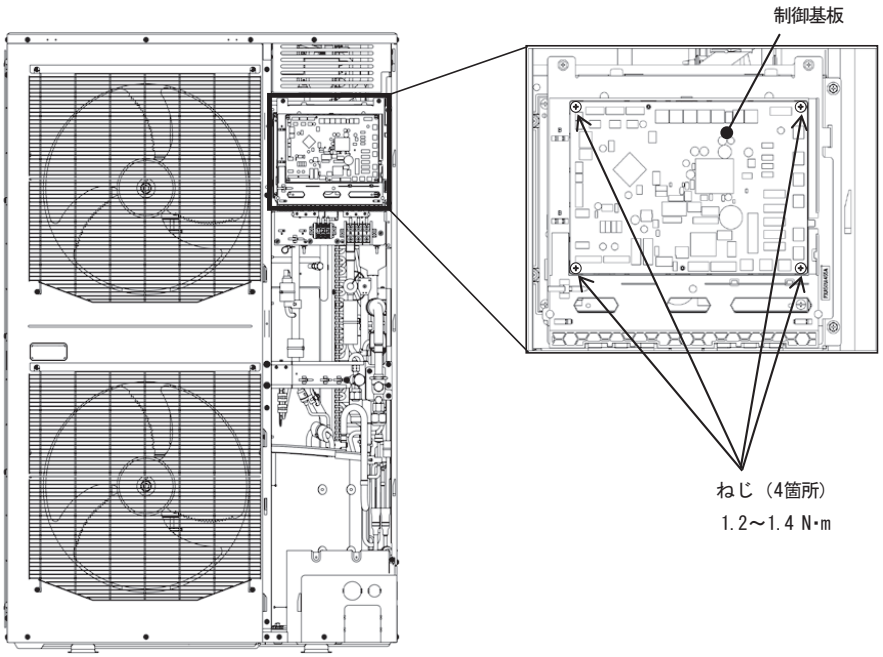

図1. 制御基板配置図
4) 図1で示すねじ4箇所を外し，樹脂枠から基板を外してください。